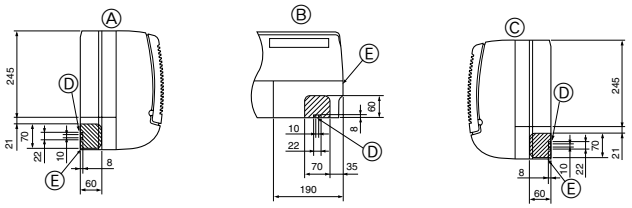

Fig. 4-3
② Определите положение пробиваемых отверстий на корпусе прибора. (Fig. 4-3)